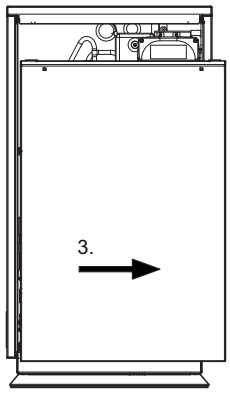

Fig. 7.3:Apertura delle lamiere di copertura laterali, passaggio 3
- Nella posizione inclinata, spingere la parte in lamiera di circa 40 mm verso destra fino all'arresto (3) (vedere Fig. 7.3).